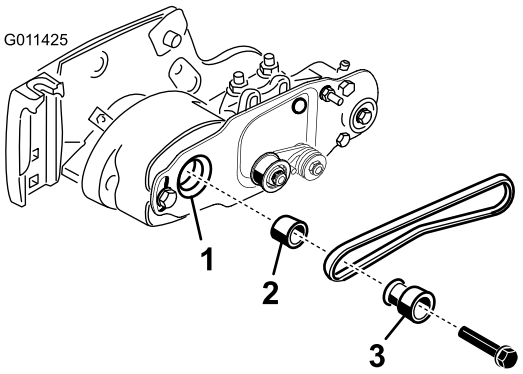

Figure 16
4. Tout en tournant le cylindre, ce qui entraîne la poulie d'entraînement, déchaussez la courroie de la poulie (Figure 16).
5. Retirez le boulon fixant la poulie d'entraînement de la brosse de rouleau à la cavité du logement de roulement (Figure 16).
6. Retirez la poulie d'entraînement de la brosse de rouleau et l'entretoise de la cavité (Figure 16).